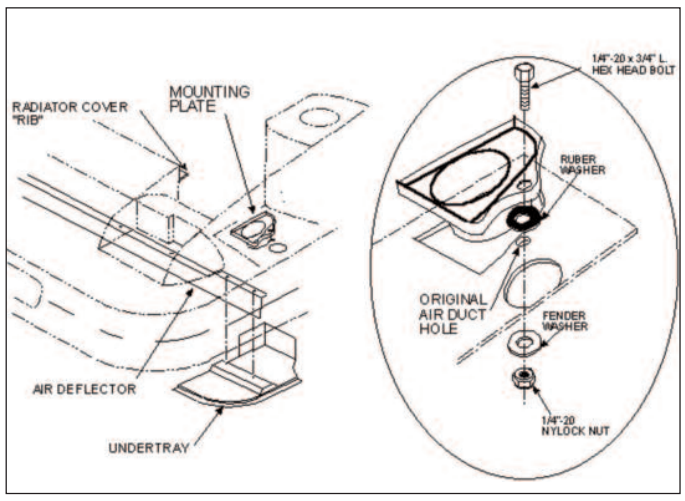
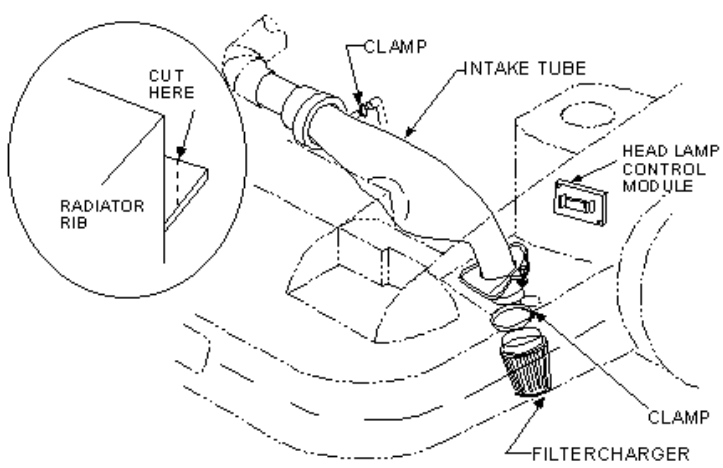

fig. 1
fig. 3
7) The K&N Air filter will be installed from underneath the vehicle which requires the removal of the plastic undertray. Before doing so you must first remove the five far left bolts of the air deflector. Now remove the undertray which is secured by seven remaining screws (as shown in fig. 1). **NOTE: If you have a vehicle that is lowered it may be necessary to raise the car. Be sure to use jack stands and chock the rear wheels to secure the vehicle.**
8) Place the mounting plate into the lower bulkhead (as shown in fig. 1). Make sure that it is properly seated, then from below the vehicle, mark the mounting plate using the original air duct hole as your guide.
9) Remove the mounting plate and drill a 1/4" hole. Now re-position the plate and secure it using the provided hardware. (as shown in fig. 1)
11) Now slide the intake tube assembly into place (as shown in fig. 3). **NOTE: Some vehicles have a "Rib" on the radiator cover (as shown in fig. 1&3). This "rib" will need to be trimmed to give sufficient clearance, then file any sharp edges.**
12) Trans Am & Firebird models - Once the intake tube is properly positioned, test fit the head lamp control module on the inner fenderwell (as shown in fig. 3). Then remove the intake assembly, and attach the double sided adhesive patch to the back of the head lamp control module and attach it to a suitable place on the inner fenderwell, then reconnect the module wires.
14) From below the car, attach the K&N Air filter onto the intake tube which has been slid through the mounting plate. Tighten the Air filter hose clamp (as shown in fig. 3).